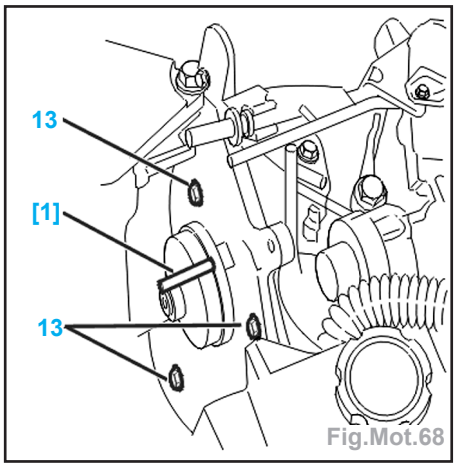

Fig.Mot.68
- la poulie de pompe à injection (en utilisant l'outil [1] (**ref. 0188-H**) (Fig.Mot.68).